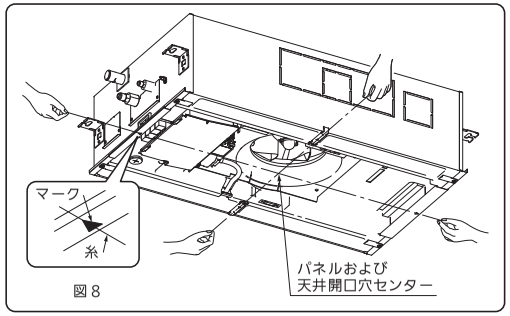

図 8
③ また、室内ユニット下面の▲マーク刻印をひもで結ぶとパネルおよび天井開口穴センターになります。（図 8）